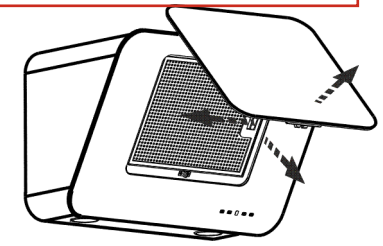

рис. 4
6.1.1 Перед установкой вытяжки снимите алюминиевый фильтр (рис. 4).
- потяните за нижний край откидной панели, как показано на рис.4 и откройте ее ;
- снимите алюминиевый фильтр, для этого нажмите на пружинный замок фильтра и потяните его на себя (рис. 4).